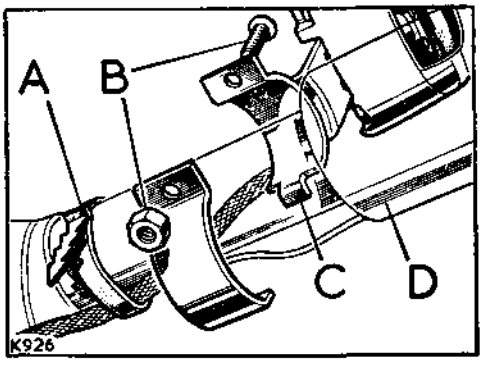

**Fig. G1-40. Flasher switch**
10. Fit the flasher switch, or horn push and support bracket on early models, to the steering column, see Fig. G1-40.